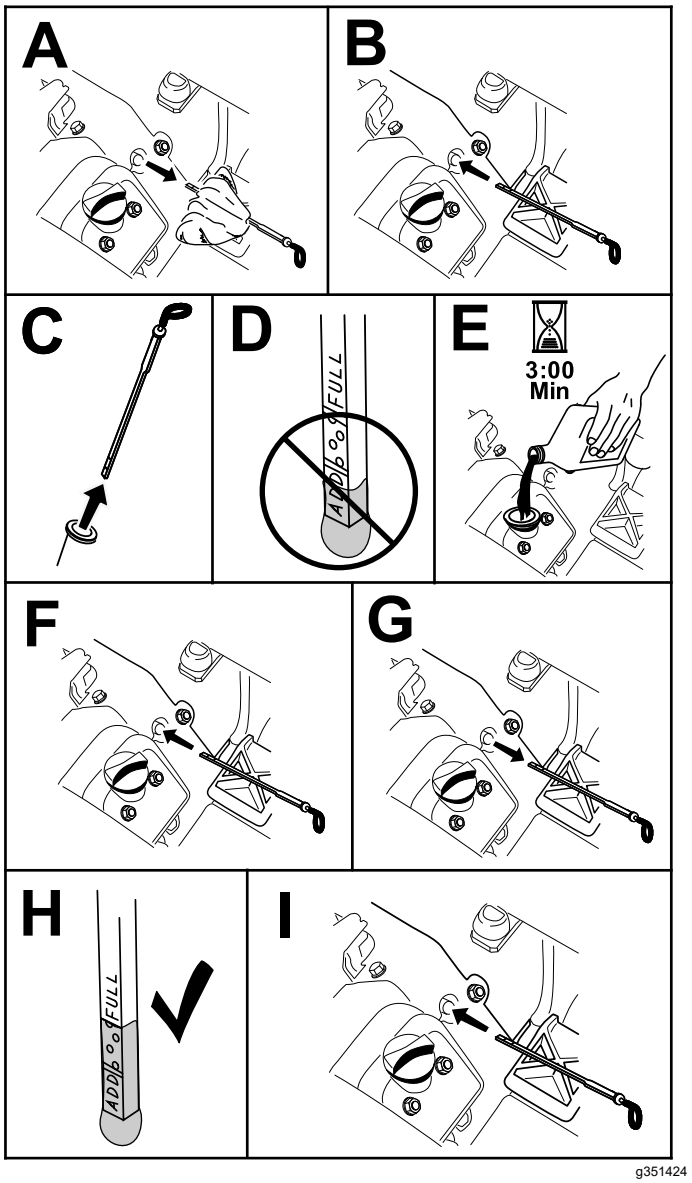

**Figur 25**
5. Sätt i oljestickan i röret och se till att den sitter som den ska. Ta ut oljestickan ur röret och kontrollera oljenivån. Om oljenivån är låg tar du bort påfyllningslocket från ventilkåpan och fyller på med den angivna oljan tills oljenivån når markeringen Full på oljestickan (Figur 25).